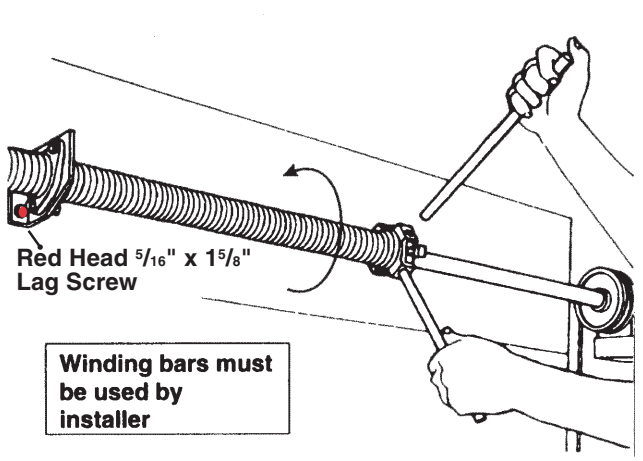
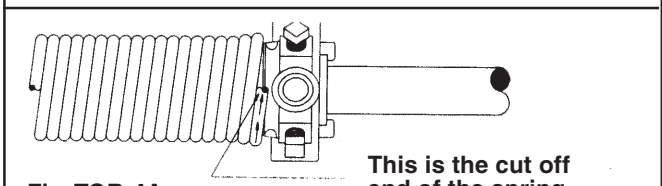

Fig. TOR-4
Fig. TOR-4A
**NOTE:** Red coated fasteners must be installed for the attachment of center bearing plate to indicate this part will be under extreme tension once spring is wound. (FIG. TOR-4)
Draw a chalk line across the spring(s). This will be used to indicate the number of turns on the spring(s). After inserting the two winding bars all the way into the winding cone, wind the springs 1/4 turn at a time in an upward direction as shown in FIG. TOR-4. The number of turns is shown in the table in FIG. TOR-1. The tail of the torsion spring coil points in the direction that the spring is wound. (FIG. TOR-4A)